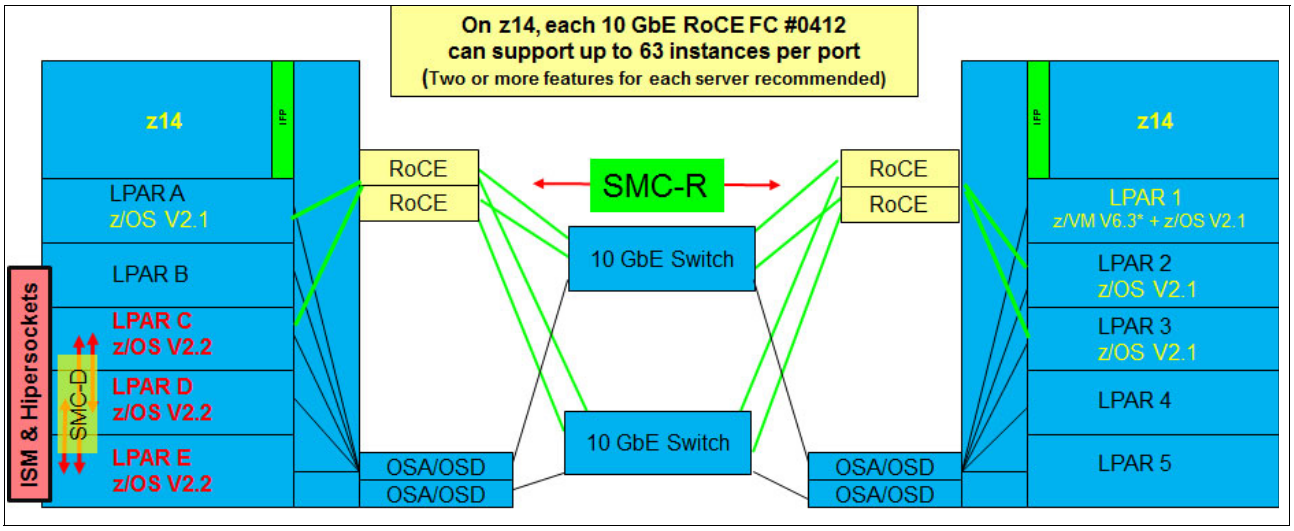
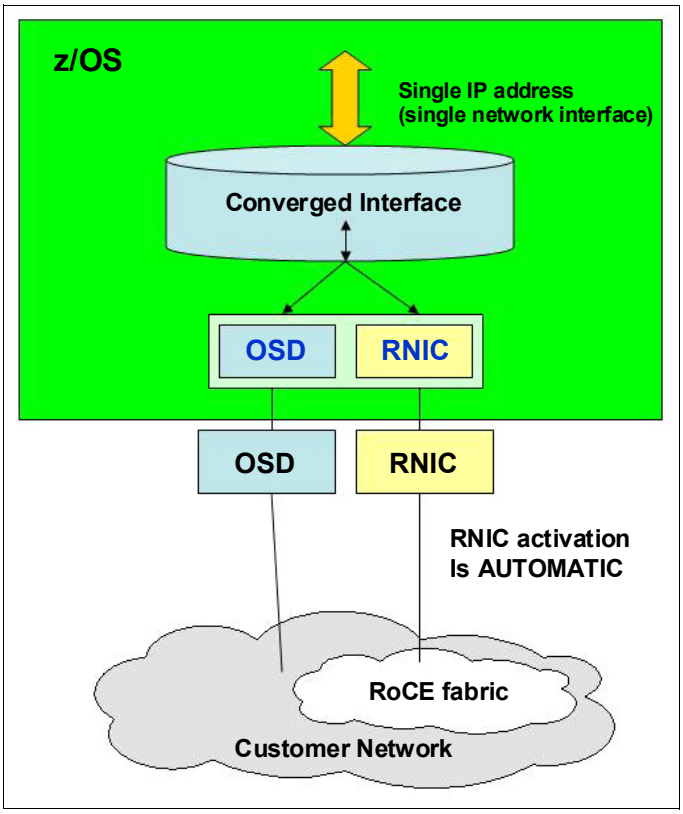

Figure D-5 10GbE RoCE Express sample configuration
Figure D-6 RNIC and OSD interaction
Figure D-5 illustrates a sample configuration that allows redundant SMC-R connectivity among LPAR A and C, and LPAR 1, 2 and 3. Each feature can be shared or dedicated to an LPAR. Like the sample configuration, two features per LPAR are advised for redundancy.
The configuration that is shown in Figure D-5 allows redundant SMC-R connectivity among LPAR A, LPAR C, LPAR 1, LPAR 2, and LPAR 3. LPAR to LPAR OSD connections are required to establish the SMC-R communications. 1 GbE OSD connections can be used instead of 10 GbE. OSD connections can flow through the same 10 GbE switches or different switches.
An OSA-Express feature, defined as channel-path identifier (CHPID) type OSD, is required to establish SMC-R. Figure D-6 shows the interaction of OSD and the RNIC. The OSA feature might be a single or pair of 10 GbE, 1 GbE, or 1000Base-T OSAs. The OSA needs to be connected to another OSA on the system with which the RoCE feature is communicating. In Figure D-5, 1 GbE OSD connections can still be used instead of 10 GbE and OSD connections can flow through the same 10 GbE switches.
The following notes refer to Figure D-6:
- Required queued direct input/output (QDIO) Mode OSA connectivity between z/OS LPARs as shown in Figure D-5 on page 463.